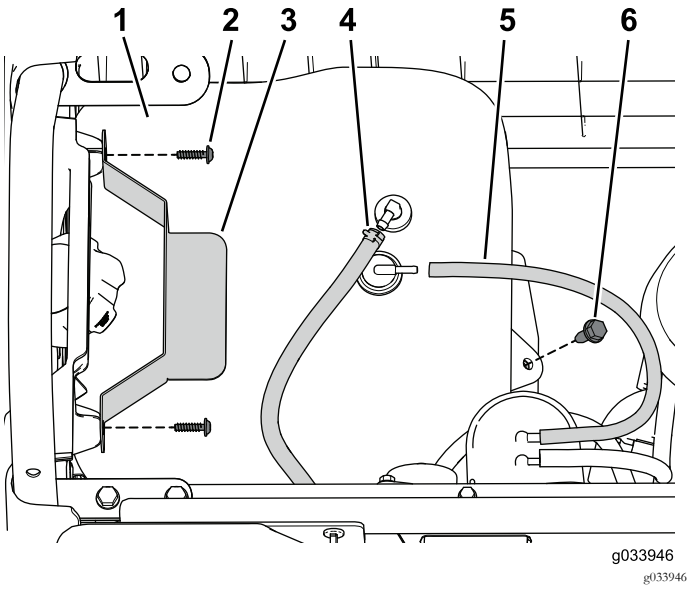

Figur 49
1. Placer brændstoftanken på tankbakken (Figur 49).
2. Tilslut udluftningsslangen og brændstofrøret til tanken (Figur 49).
3. Brug de skruer, du fjernede tidligere, til at fastgøre tilholderen (Figur 49).